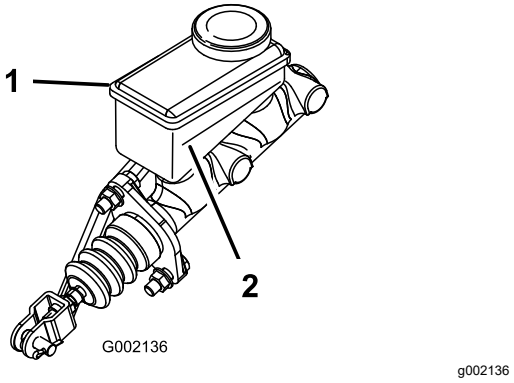

Figur 68
5. Titta på markeringen på sidan av vätskebehållaren (Figur 68).
B. Tillsätt DOT 3-bromsvätska i behållaren tills vätskenivån är ovanför miniminivålinjen (Figur 68).